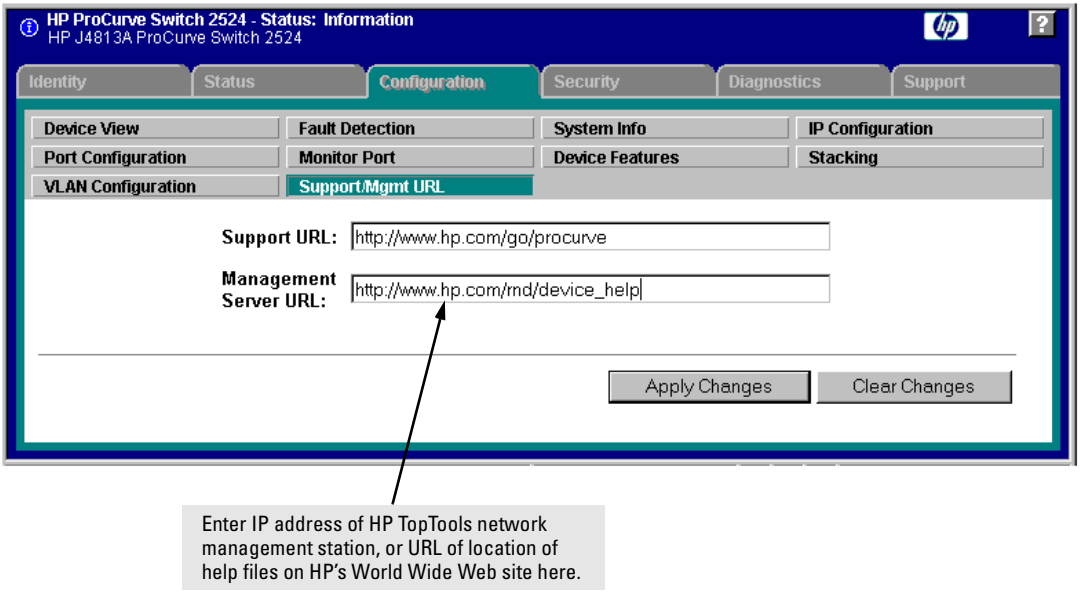

Figure 4-7. How To Access Web Browser Interface Online Help
- If HP TopTools for Hubs & Switches is installed and running on your network, enter the IP address or DNS name of the network management station in the Management Server URL field shown in figure 4-7 on page 4-15.
- If you have World Wide Web access from your PC or workstation, and do not have HP TopTools installed on your network, enter the following URL in the Management Server URL field shown in figure 4-7 on page 4-15: